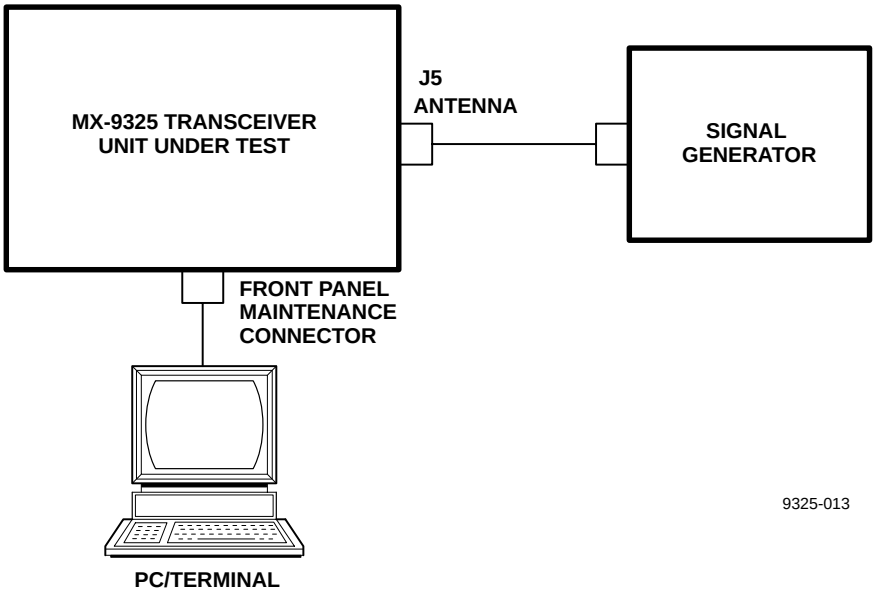

Figure 6-2. MX-9325 Transceiver LED Test Set Up
a. Set up the radio system as shown in Figure 6-2. Refer to Chapter 3, Paragraph 3.2.4 for command information.